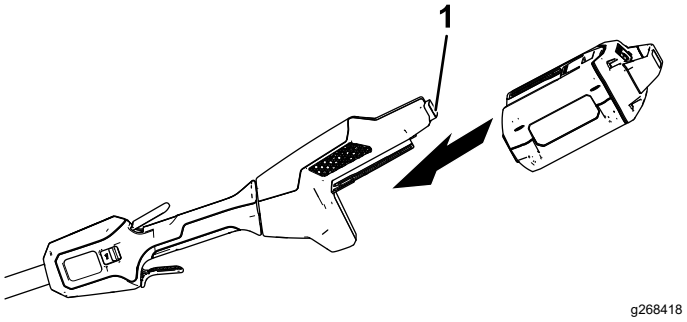

Figur 7
2. Rikta in håligheten i batteripaketet med spetsen på handtagets kåpa (Figur 7).
3. Tryck in batteripaketet i handtaget tills batteriet låses fast i spärren (Figur 7).